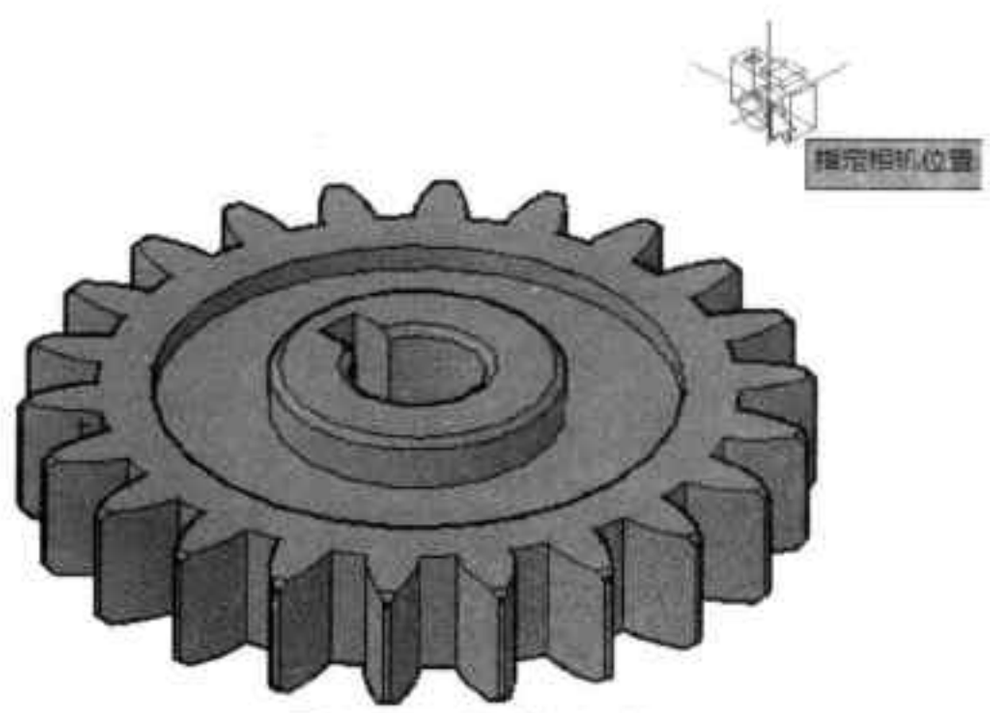

图11-29 指定相机位置
Step 01 打开所需图形文件，执行菜单栏中“视图 > 创建相机”命令，根据命令行提示，指定好相机位置，如图 11-29 所示。